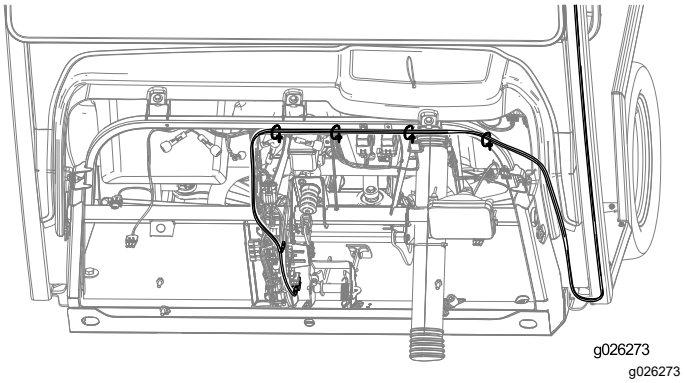

Figur 33
1. Dra kablaget enligt Figur 33 och fäst det med de fyra kabelbanden.